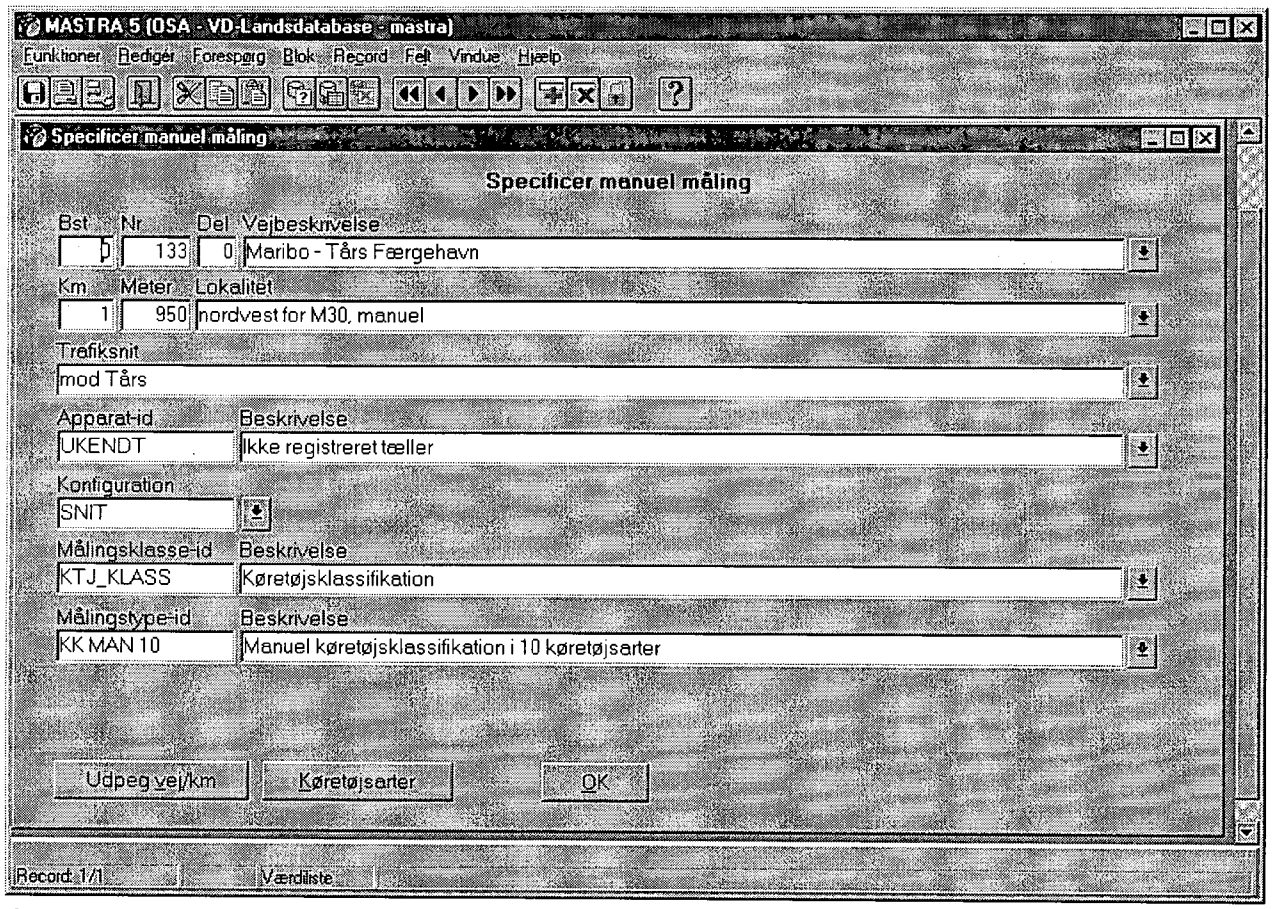

Figur 4.5 *Specifikation af manuelle målinger.*
- I vinduet, figur 4.5, skal du angive de nødvendige data. Det gøres nemmest via "Udpeg vej/km"-knappen samt brug af søgning og/eller <Vis muligheder> (F4).